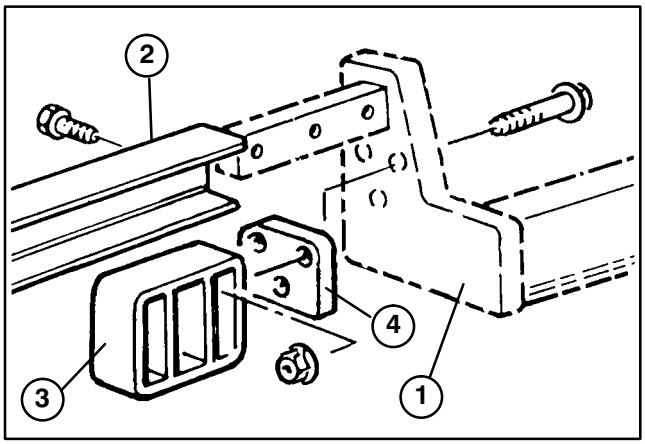

Figure 5
2. Mount a rear cradle to each lift arm with (3) 3/8−16 x 2" lg. capscrews, spacer and flangenuts as shown in figure 5.